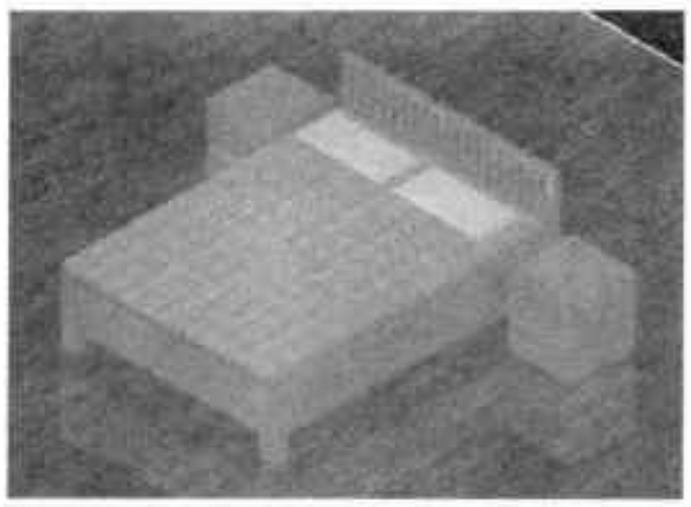

图14-80 赋予地面材质
Step27 在“材质浏览器”选项板中，选择满意的材质，并将其赋予至地面模型上，执行“渲染区域”命令，对其渲染，如图 14-80 所示。